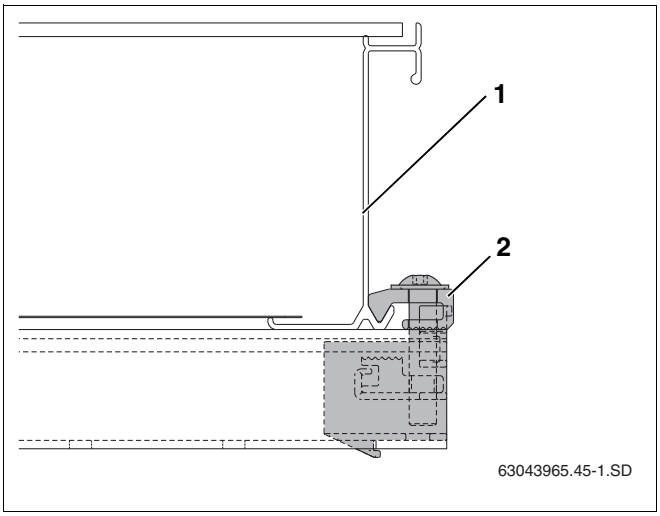

Рис. 44 Установленный односторонний зажим
- Осторожно сдвиньте коллектор (рис. 44, **поз. 1**) к одностороннему зажиму и выровняйте в горизонтальной плоскости.
- Ключом SW 5 заверните зажим (рис. 44, **поз. 2**).
Теперь прижим (рис. 44, **поз. 2**) находится в нижней кромке коллектора.